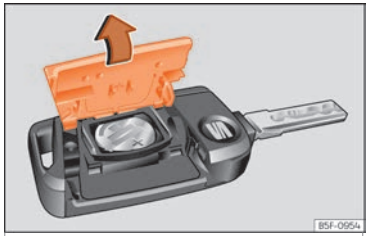

Fig. 80 Vehicle key: opening the battery compartment cover.
- Remove the cover from the back of the vehicle key ››› Fig. 80 in the direction of the arrow ››› ❗.
- Fit the cover as shown ››› Fig. 80, pressing it onto the vehicle key casing in the opposite direction to that shown by the arrow until it clicks into place.